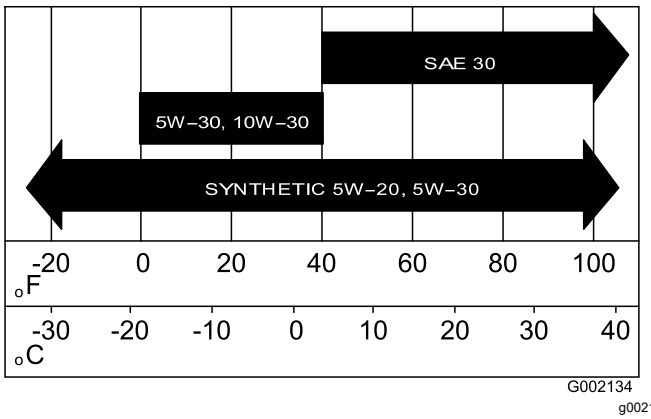

**Figura 34**
5. Llene el cárter con el aceite especificado (Figura 34).